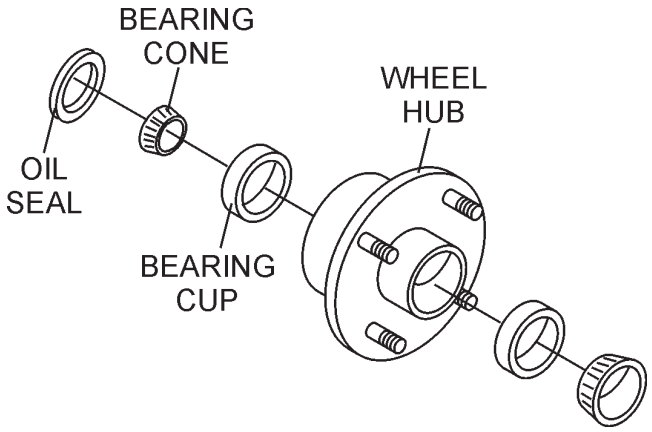

Figure 29. Wheel Hub and Bearings
1. After every 3 months of operation, remove the hub dust cap and inspect the wheel bearings (Figure 29). Once a year, or when required, disassemble the wheel hubs remove the old grease and repack the bearings forcing grease between rollers, cone and cage with a good grade of high speed wheel bearing grease (***never*** use grease heavier than 265 A.S.T.M. penetration ("No. 2.")
2. Fill the wheel hub (Figure 29) with grease to the inside diameter of the outer races and also fill the hub grease cap. Reassemble the hub and mount the wheel. Then tighten the adjusting nut, at the same time turn the wheel in both directions, until there is a slight bind to be sure all the bearing surfaces are in contact.